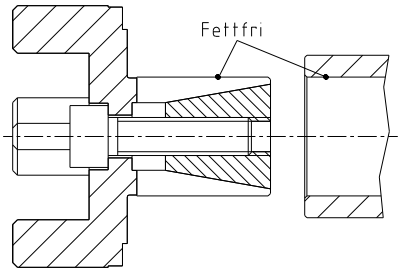

Bild 25: Rengöring av nav och hålaxel
- Rengör och avfetta den inre diametern på hålaxeln och den yttre kontaktytan på klämnavet (se bild 25).